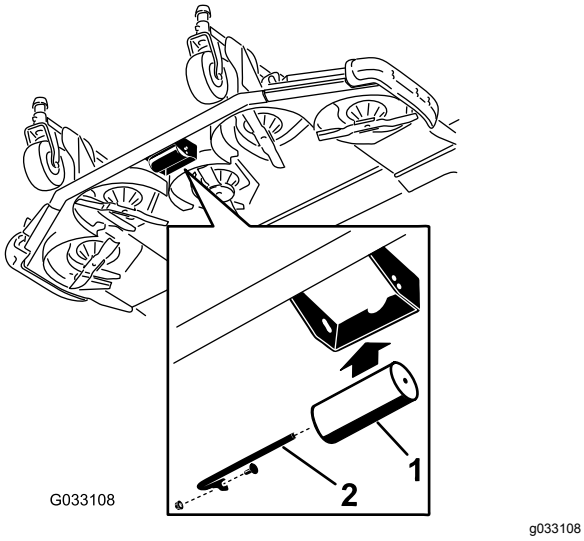

Figuur 42
2. Houd de rol recht voor de bovenste openingen en zet de as vast met de schroef en de moer (Figuur 42).